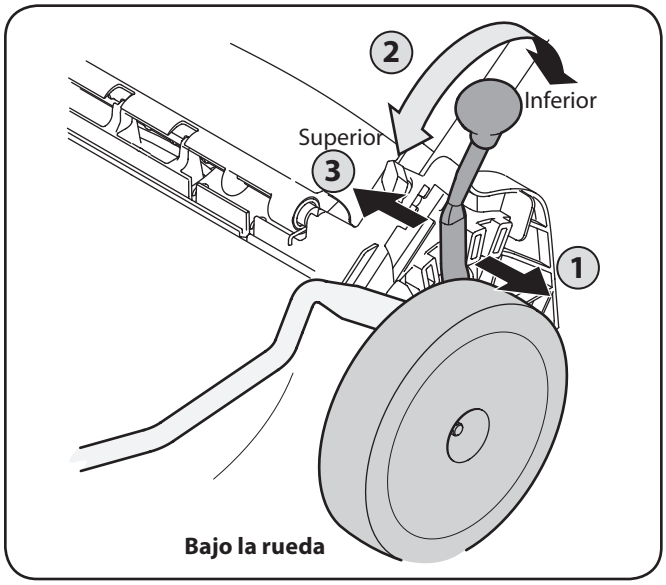
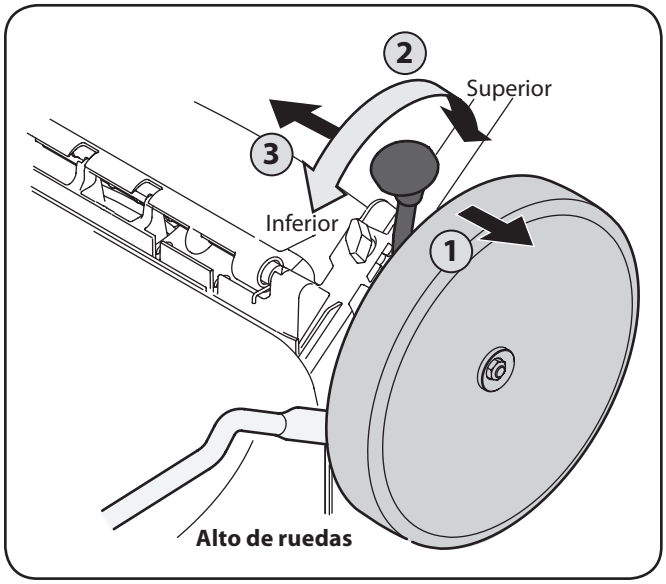

Figura 3-10
Figura 3-11
2. Muévala a cualquier de las posiciones para la altura de corte deseado. Consulte la Figura 3-10 para el ajuste de la rueda baja y la Figura 3-11 para alta rueda.